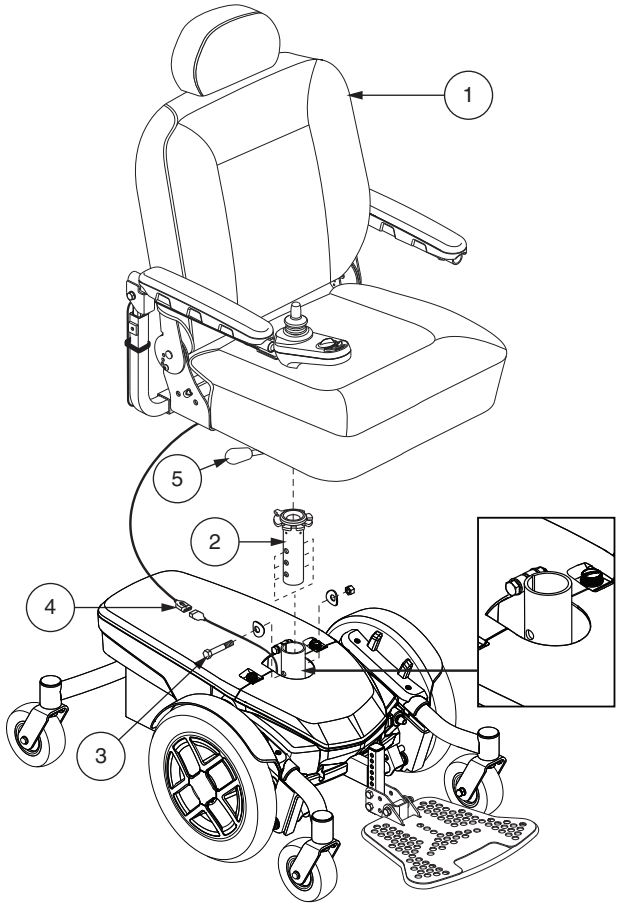

Figure 8. Seat Height Adjustment
3. Disconnect the controller connector from the power base. **See figure 8.**
4. Disengage the seat release lever. **See figure 8.**
6. Loosen the hardware at the rear of the seat post. **See figure 8.**
7. Remove the seat height adjustment bolt, washers, and nut from the seat post. **See figure 8.**